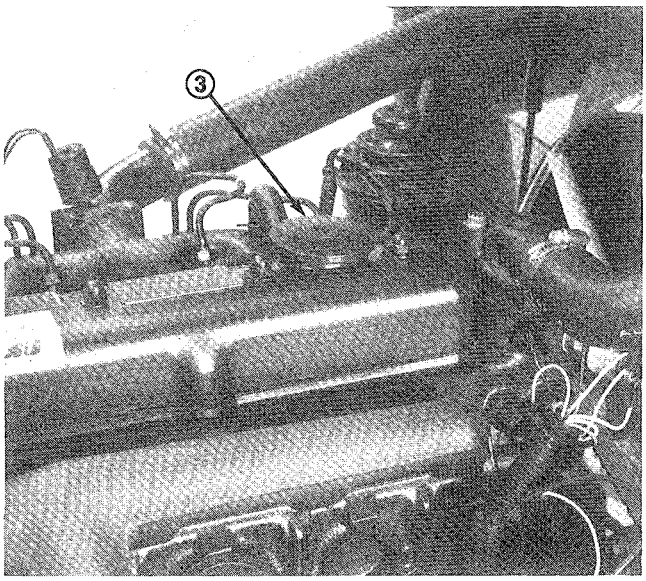

Figure 3
4. If oil is below FULL mark, remove fill cap (Fig. 3) and add SAE 10W–30 oil until level reaches FULL mark. DO NOT OVERFILL. Crankcase capacity is 6.9 qt. (6.5 L) with filter.